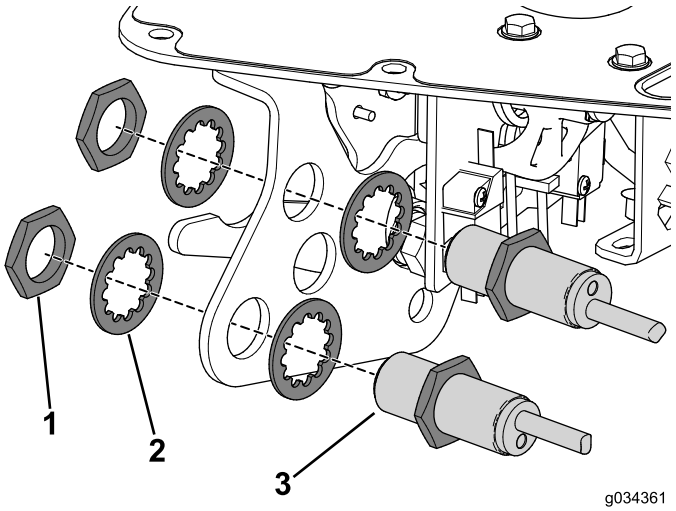

Figura 7
5. Rimuovete i dadi che fissano i sensori di prossimità alla staffa della leva di funzionamento (Figura 7).